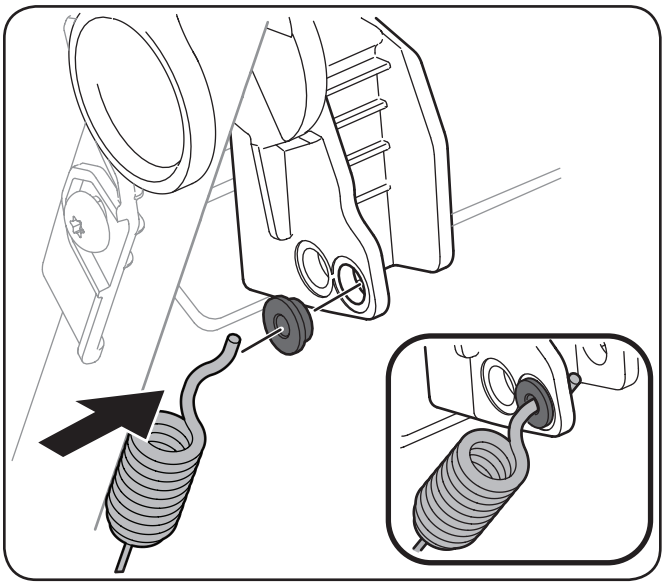

Figura 6-5
4. Reemplace casquillo en el orificio inferior y vuelva a colocar el cable a través del casquillo y el orificio inferior en el mango. Vea Figura 6-5.